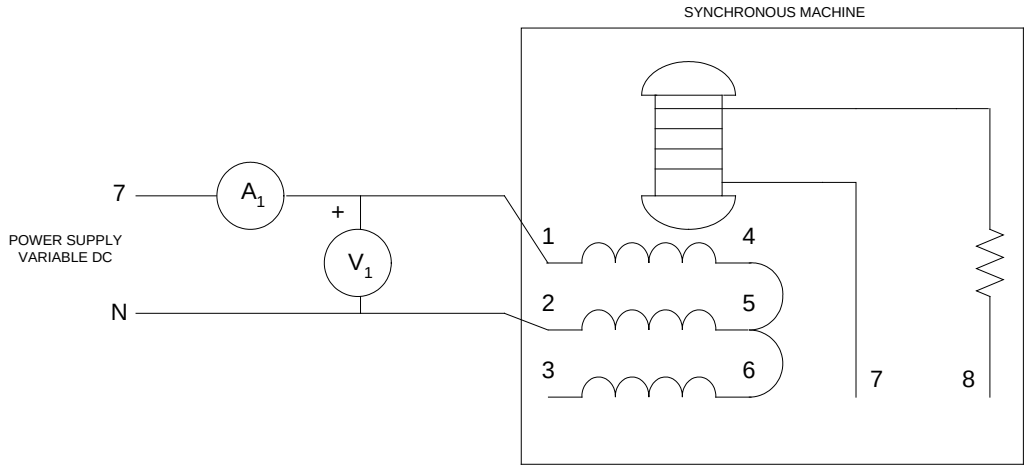

Figure 3. Stator Resistance Measurement
1. Connect the circuit shown in Figure 3 (Note, we are now connected to the power supply variable DC terminals, 7 and N)